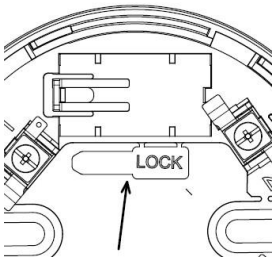

Abb.2
- Entfernen Sie den Schlüssel vorgängig von der Basis (Abbildung 2).